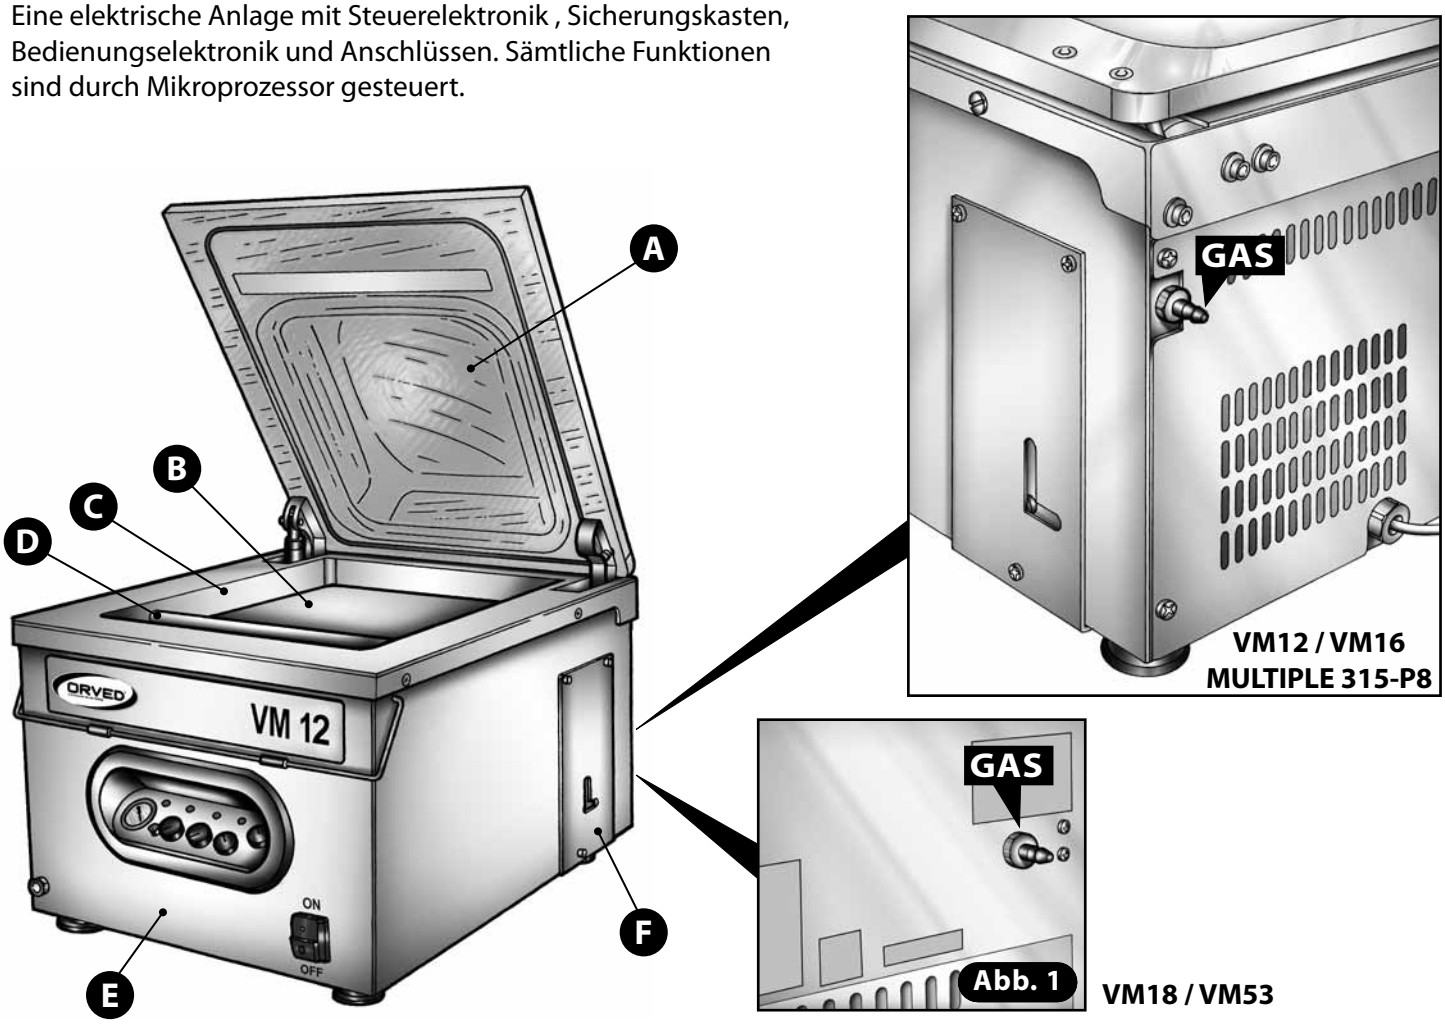

Abb. 1
- Ein Edelstahlgehäuse **(E)** mit Bedienungselektronik und Hauptschalter an der Frontseite; den hinteren Gehäuseabschluss bildet eine Edelstahlwand. Die Modelle VM12, VM16 und MULTIPLE 315-P8 verfügen über eine Seitenplatte **(F)** zum Nachfüllen des Pumpenöls, die Füllöffnung an den anderen Modellen befindet sich auf der Rückseite der Verpackungsmaschine **(Abb. 2)**. Rückseitig ist auch der Anschluss an die Gasflaschen (Option) angeordnet **(Abb. 1).**